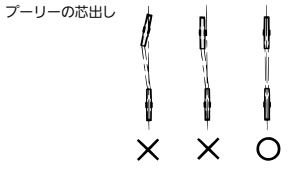

図4
- モータープーリーとファンプーリーは、一直線上に配列されなければなりません。(図4)